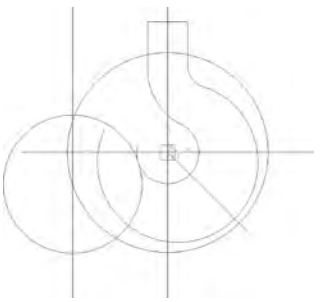
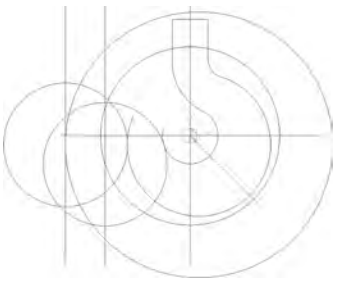

图 5-191 绘制圆
图 5-192 绘制圆
(9) 单击“删除”图标，拾取 6.8 的等距线，然后右击确认。
(10) 单击曲线生成栏中的“等距线”图标，在立即菜单中输入距离为 65.2，拾取竖直中心线，选择向左箭头为等距方向，生成距离为 65.2 的等距线。
(11) 单击曲线生成栏上的“整圆”图标，在立即菜单中选择“圆心点_半径”，然后按照提示单击选取坐标系原点，半径为 68.75。仍然选择“圆心点_半径”，按照提示单击选取 65.2 的等距线与 R68.75 圆下面的交点作为圆心，半径为 47.5 并确认，右击结束该圆的绘制，如图 5-191 所示。
(12) 单击曲线生成栏中的“等距线”图标，在立即菜单中输入距离为 95.7，拾取竖直中心线，选择向左箭头为等距方向，生成距离为 95.7 的等距线。
(13) 单击曲线生成栏上的“整圆”图标，在立即菜单中选择“圆心点_半径”，按照提示单击选取 R55 圆的圆心作为圆心，输入半径 102.5，右击确认。仍然选择“圆心点_半径”，按照提示单击选取 95.7 的等距线与 R102.5 圆的交点作为圆心，输入半径为 47.5，右击结束该圆的绘制，如图 5-192 所示。